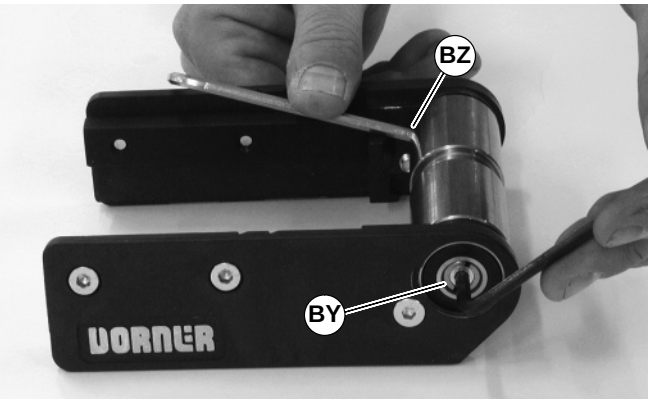

Abbildung 45
3. Mit einem 4 mm Innensechskantschlüssel die konische Schraube an der Antriebswelle lösen (BY siehe Abbildung 45). Die Antriebswelle mit dem zweiten Sechskantschlüssel (BZ), der in das Loch an der Antriebswelle eingeführt wird, festhalten. Das Verfahren für die gegenüberliegende Seite der Antriebswelle wiederholen.